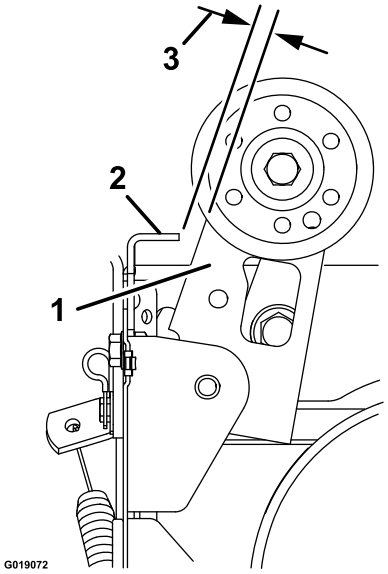

Figuur 36
3. Verstel de spanmoer (strakker/losser) totdat de tussenruimte tussen de borstelkoppeling en de lip 3,2 mm is Figuur 36.